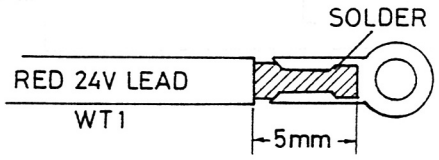

Fig. 3
4. Remove approx. 5 mm of insulation on the red 24 V input wire, WT1, and solder the lug to the wire. Solder the lug to the feed-through capacitor, see fig. 3.